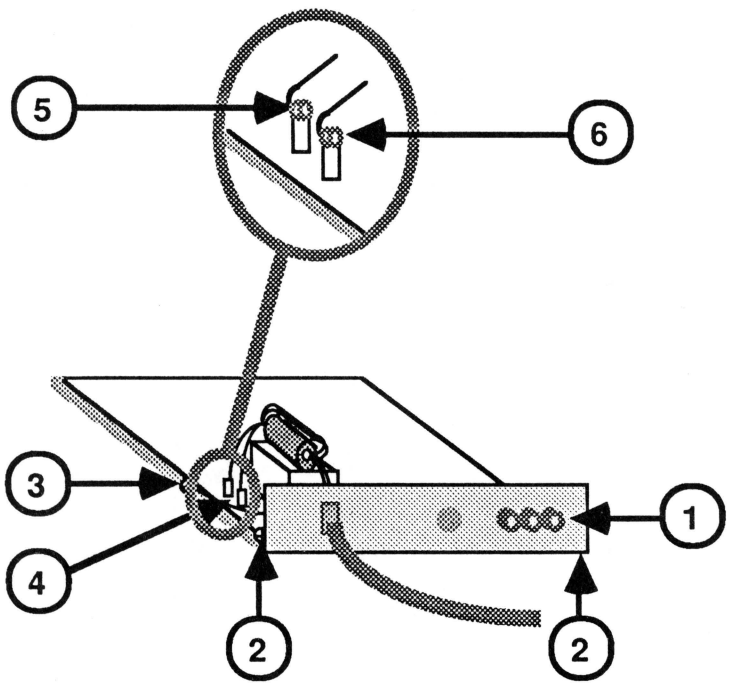

FIGURE 46
2. Fit the Rev. B rear panel over the rear control knobs of the Rev. A logic board (Figure 46, #1), making sure the plastic "teeth" on the bottom of the panel fit into the openings in the metal chassis.
3. Replace the two screws that secure the back panel to the logic board chassis (Figure 46, #2).
4. Replace the screw that secures the power supply's green ground wire to the side of the metal chassis (Figure 46, #3). (You do not need to replace the nut you removed from the Rev. B ground connection.)
5. Solder the two power cable wires of the Rev. B power cord to the crimp connectors (Figure 46, #4) on the Rev. A logic board module, using the following procedure:
b. Thread the stripped end of the **white** power wire through the hole in the **forward** crimp connector (Figure 46, #5) so that the end of the wire protrudes from the hole about 1/4 inch.
f. Using the same technique described in steps a through e, solder the **black** wire to the **rear** crimp connector (Figure 46, #6).